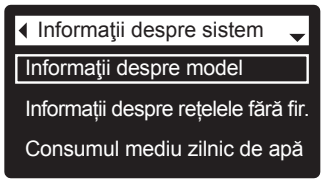

FIG. 63
3. Apăsaţi SELECT (⬭), pentru a afișa meniul de informații despre sistem (fig. 63).
7. După ce terminați vizualizarea ecranului cu informații, apăsați SELECT (⬭). Afişajul va reveni la meniul Informații despre sistem (fig. 63). Va reveni automat dacă nu apăsați nici o tastă timp de patru minute.